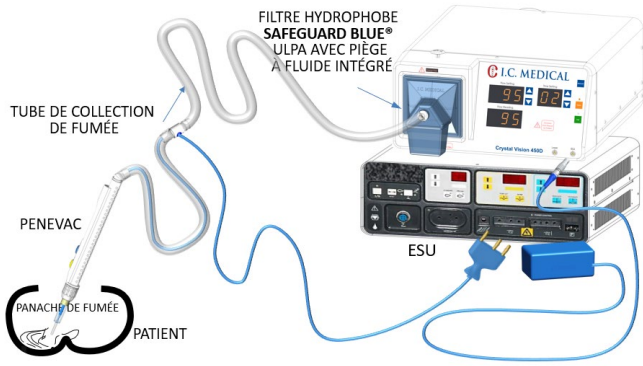

Figure 22 : Configuration pour l'utilisation de l'appareil CRYSTAL VISION® avec un système ESU lors d'une procédure ouverte.
3. Reportez-vous à la Figure 22 ou 23 pour la configuration.